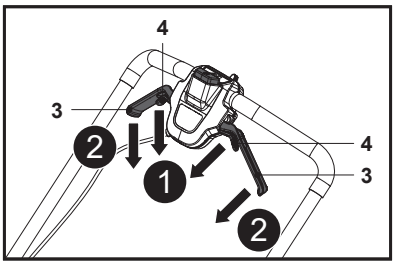

Rys. 19
1. Zwolnić dźwignię napędu (4), aby zatrzymać napęd (rys. 19, krok 1).
2. Zwolnić dźwignie uruchamiania (3), aby wyłączyć silnik i zatrzymać ostrze (24) (rys. 19, krok 2).
4. Oświetlenie robocze (16) wyłączy się automatycznie po około 10 s.